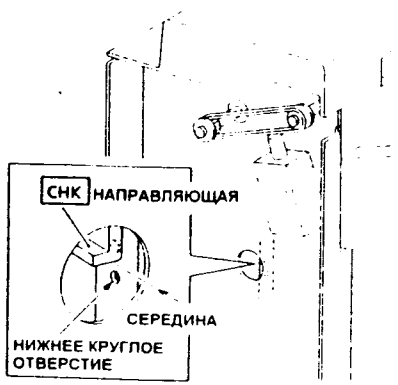

Рис. 1 MV1-624
4. (Рис. 1): Проверьте, что направляющая рейки сортера находится посередине между верхним и нижним отверстиями.